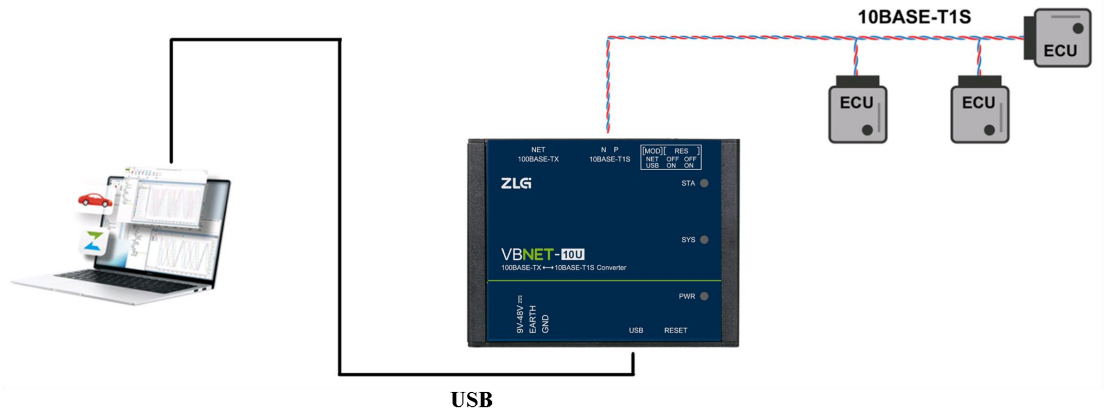

图 1.2　10BASE-T1S 与 USB 透明传输
1. 10BASE-T1S 与百兆以太网透明传输：3 号拨码开关拨至“OFF”，通过网线让设备百兆以太网端口与 PC 连接，PC 即可通过百兆以太网端口对 T1S 端口的数据进行正常的收发。如图 1.2 所示。